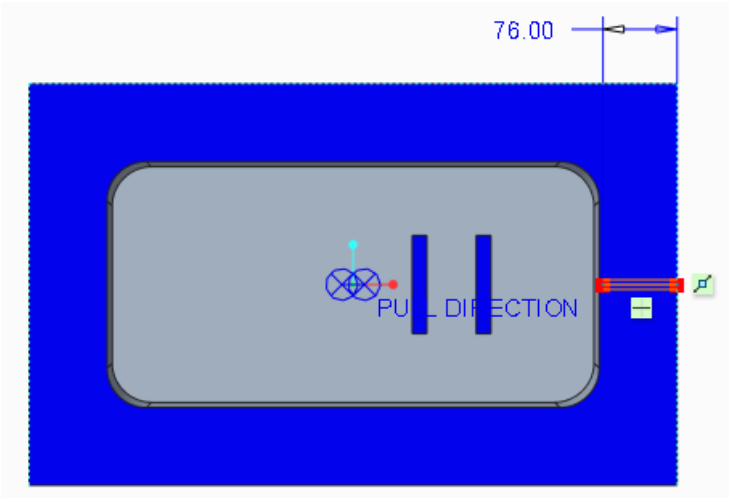

Figure 16-22 *Sketch for profile of the runner*
4. Draw and dimension a line sketch, as shown in Figure 16-22 and choose the **OK** button from the **Sketch** dashboard; the **Intersected Components** dialog box is displayed.